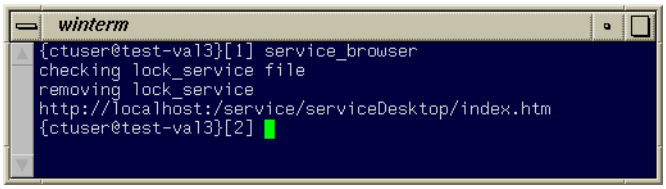

Figure 5-150 Initiating the Service browser
1.) On the `Service Desktop` page, click UTILITIES (circular button at the top menu bar), then click `Application Shutdown` in the left menu column. Wait for the "`Attention`" window to disappear and then open a shell. Within that shell, execute the following command to start the service browser (See Figure 5-150):